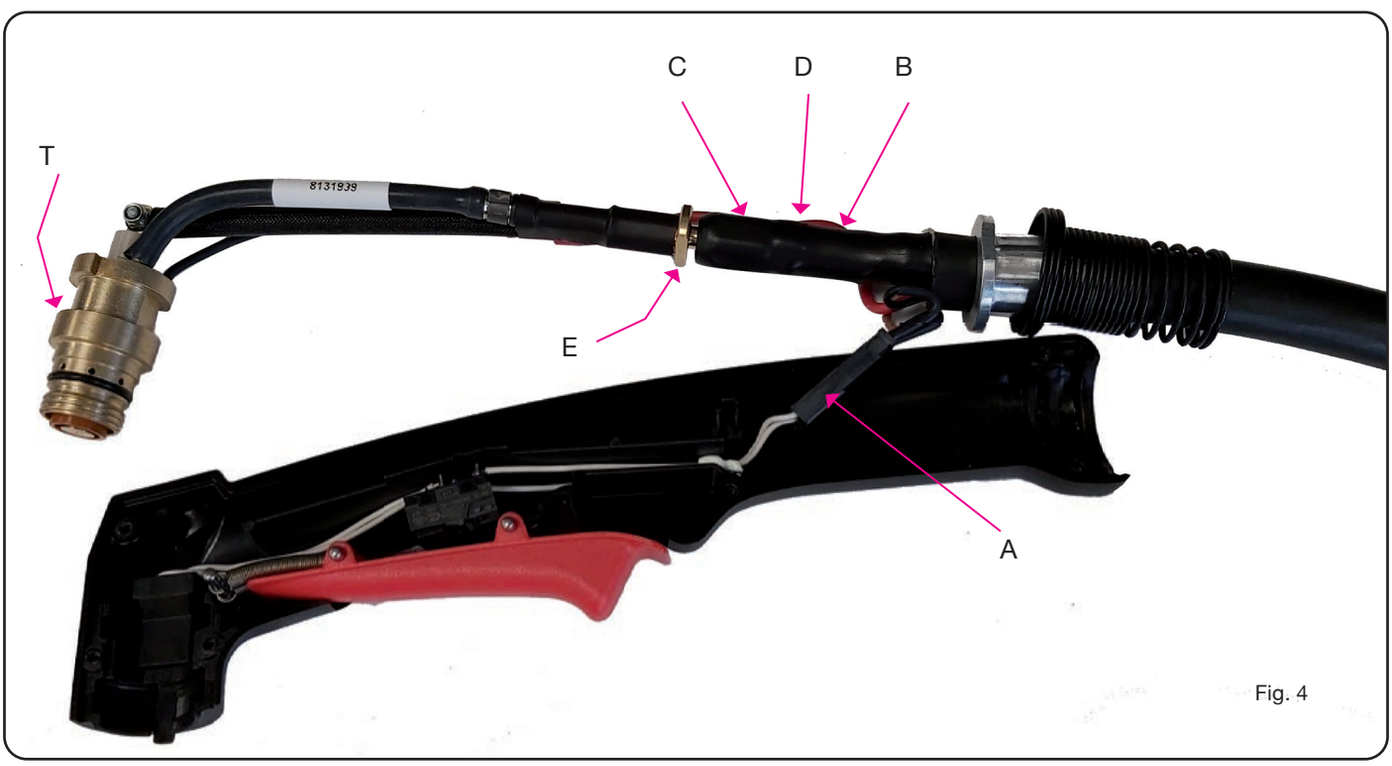

Fig. 4
- Avec référence à la Fig. 4 soulever le corps de la torche **T** avec câble et couper la connexion **A** (bouton poussoir) et la connexion **B** (arc pilote) et vérifier avec attention que les pièces du groupe bouton poussoir (voir Fig. 5) restent dans leur position originale.
- Relier la connexion **B** , introduire le corps de la torche dans le siège de la poignée et ensuite relier la connexion **A** en la introduisant dans la poignée - voir Fig. 4.